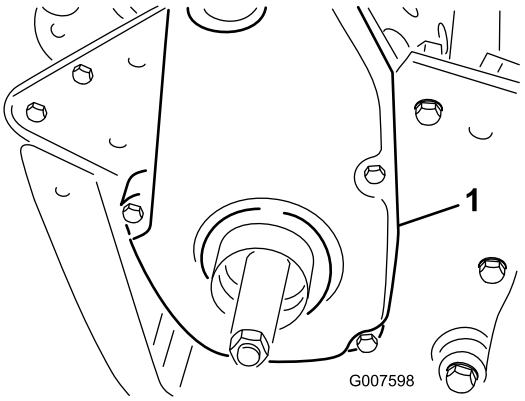

Figur 43
6. Fjern det bakre remdekslet fra maskinens høyre side (Figur 43).